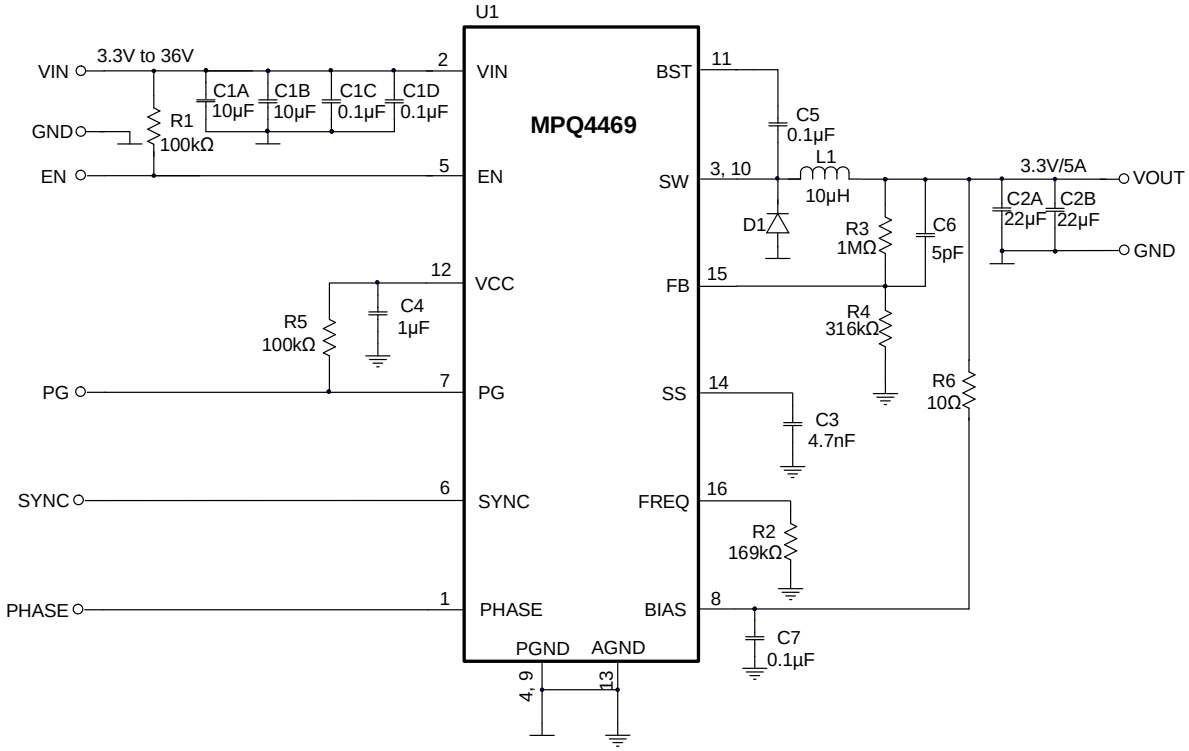

Figure 9: V_{OUT} = 3.3V, f_{SW} = 500kHz
7) The recommended PCB layout is based on Figure 9.